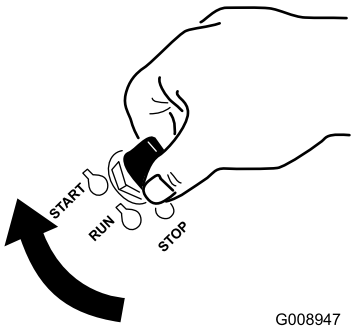

Figur 12
1. Vri tenningsnøkkelen til stillingen START (). Figur 12 Slipp nøkkelen straks motoren starter.
6. Vri tenningsnøkkelen til stillingen START (). Figur 12 Slipp nøkkelen straks motoren starter.